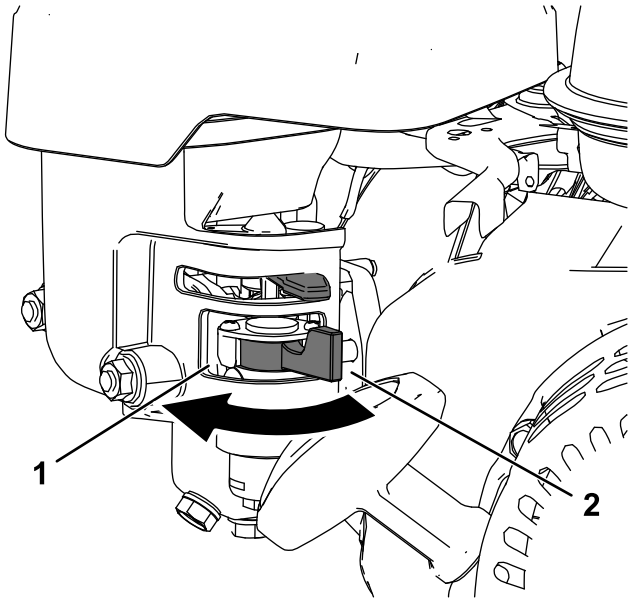

图 11
- 要打开燃油阀请将燃油切断阀手柄转向反冲启动手柄图 11。
- 要关闭燃油阀请将燃油切断阀手柄转离反冲启动手柄图 11。